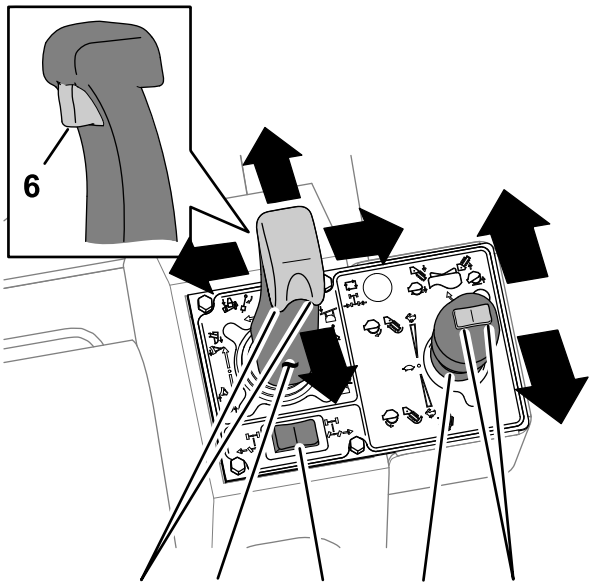

Bild 15
- Drücken Sie den Joystick nach vorne, um das Planierschild oder den Rüttelpflug abzusenken, oder ziehen Sie den Joystick zurück, um das Planierschild oder den Rüttelpflug anzuheben (Bild 15).
- Bewegen Sie den Joystick nach links, um das Planierschild nach links zu kippen, oder bewegen Sie den Joystick nach rechts, um das Planierschild nach rechts zu kippen (Bild 15).
– Drehen Sie das Daumenbedienelement nach links, um das Planierschild nach links zu schwenken, oder drehen Sie das Daumenbedienelement nach rechts, um das Planierschild nach rechts zu schwenken (Bild 15).
– Drehen Sie das Daumenbedienelement nach links, um den Rüttelpflug nach links zu lenken, oder drehen Sie das Daumenbedienelement nach rechts, um den Rüttelpflug nach rechts zu lenken (Bild 15).
- Betätigen Sie den Abzug am Joystick, um das Planierschild nach oben oder unten zu bewegen (Bild 15).
- Bewegen Sie den Joystick nach hinten, um die Vibration des Pflugplanierschilds zu starten (Bild 15).
- Bewegen Sie den Joystick noch weiter nach hinten, um die Vibration zu verstärken (Bild 15).
- Schieben Sie den Joystick zur Neutral-Stellung, um die Vibration zu verringern und abzustellen (Bild 15).
- Schieben Sie den Joystick nach vorne, um die Grabkette in der Vorwärtsrichtung einzuschalten (Bild 15).
- Bewegen Sie den Joystick noch weiter nach vorne, um die Kettengeschwindigkeit zu erhöhen (Bild 15).
- Schieben Sie den Joystick in die Neutral-Stellung, um die Grabkette anzuhalten (Bild 15).
- Drücken Sie den linken Schalter, um den Fräsbaum des Anbaugeräts abzusenken (Bild 15).
- Drücken Sie den rechten Schalter, um den Fräsbaum des Anbaugeräts anzuheben (Bild 15).